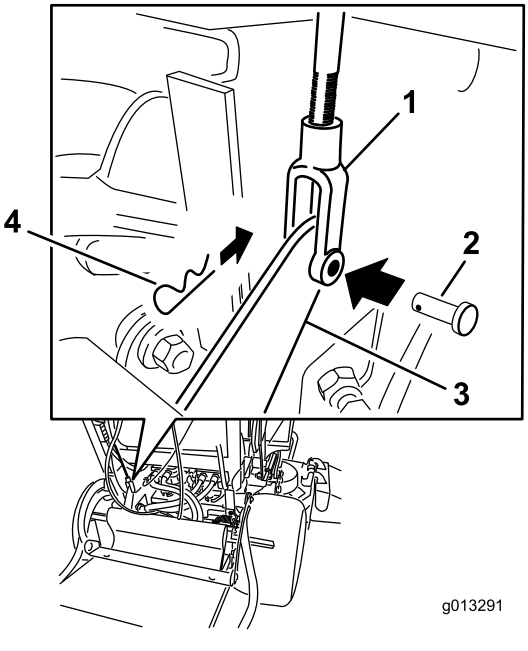

Bild 62
4. Entfernen Sie zum Einstellen der Bremse den Splint und den Lastösenbolzen vom unteren Bremshebel und dem Joch (Bild 62).
7. Befestigen Sie das Joch mit dem Splint und dem Lastösenbolzen am unteren Bremshebel (Bild 62).